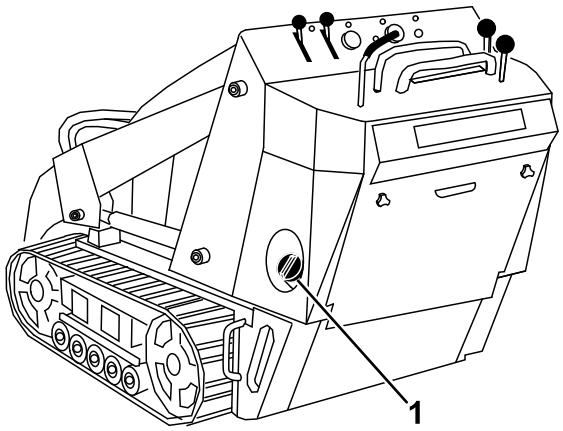

Figur 14
3. Gör rent runt tanklocket och ta bort det (Figur 14).